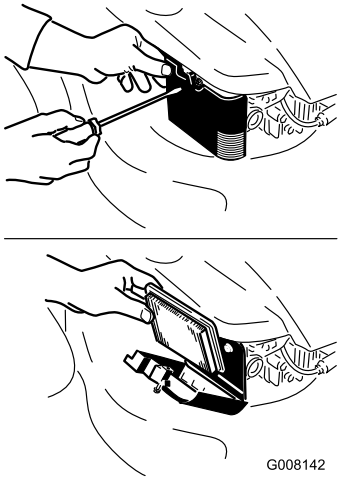

Figuur 25
2. Open het luchtfilterdeksel en verwijder het oude luchtfilter (Figuur 25).